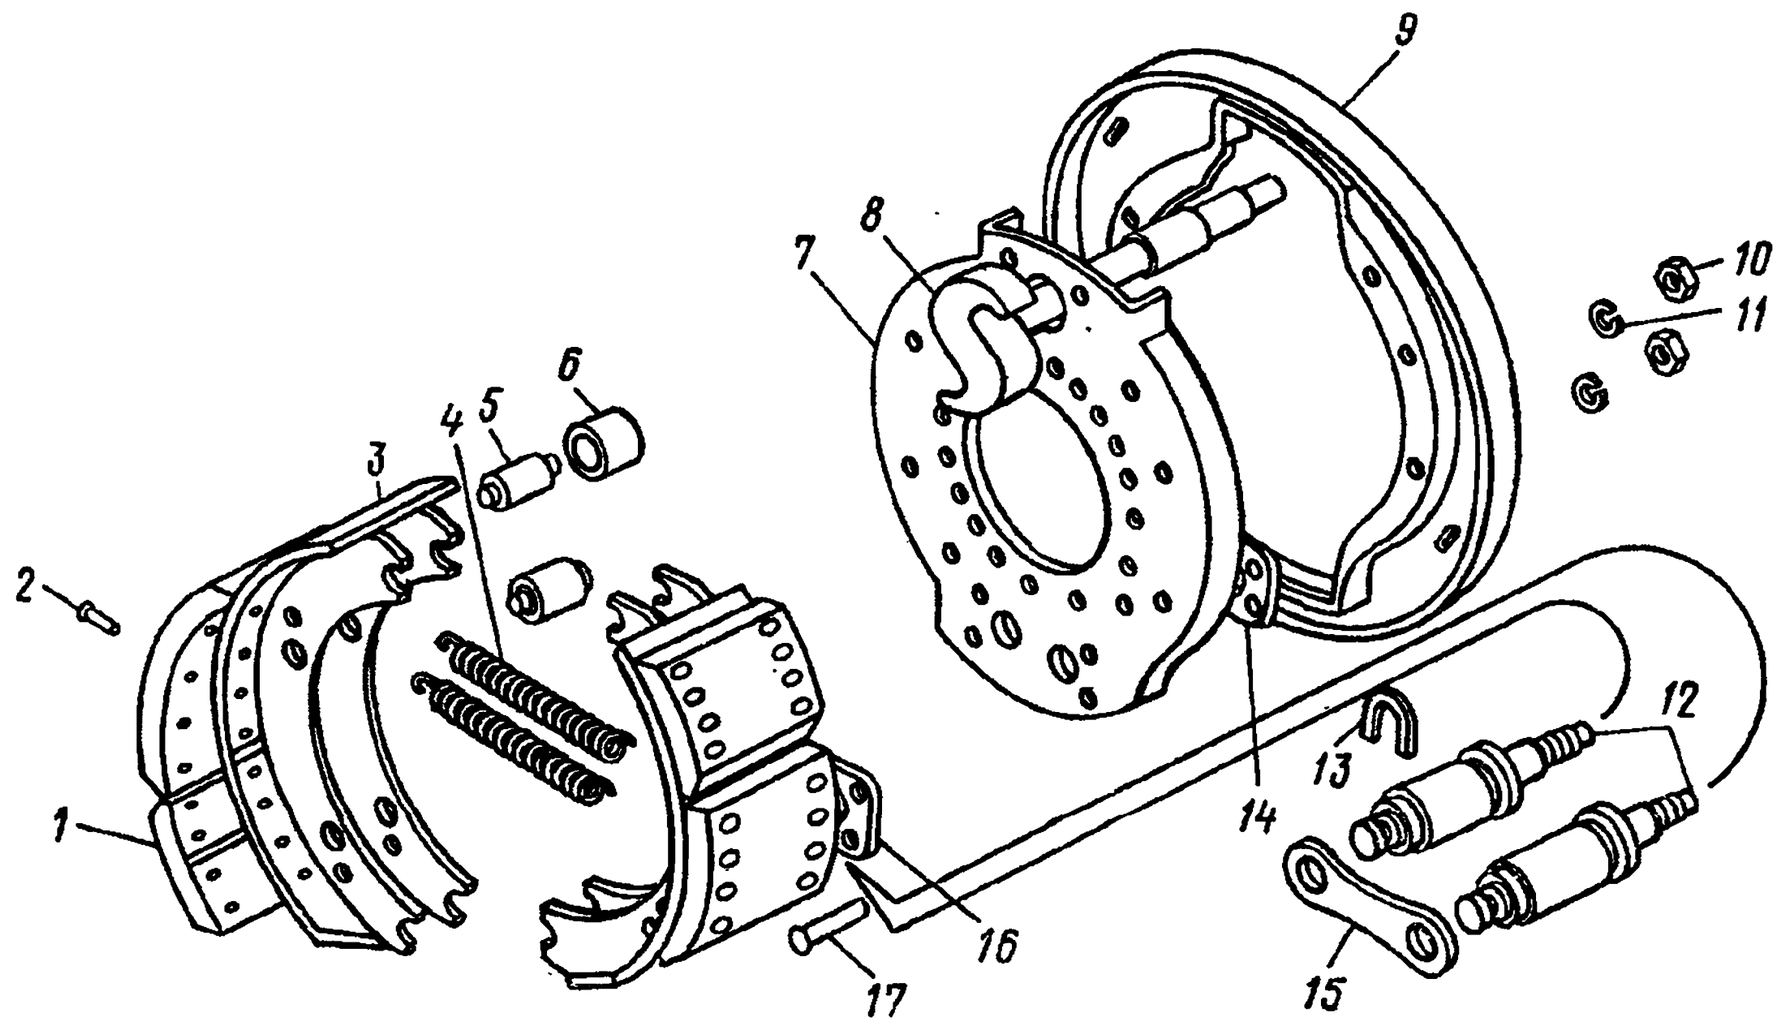

Рис. 200. Механизм тормозной:
6. Снимите пружины *4* (рис. 200) тормозных колодок, чеки *13*, накладку *15* осей колодок, колодки *3* с роликами *6* с осей *12* колодок	Бородок, молоток